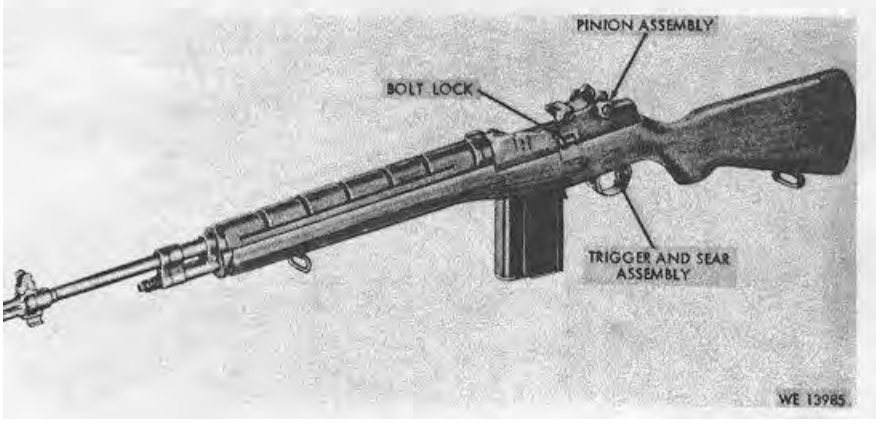
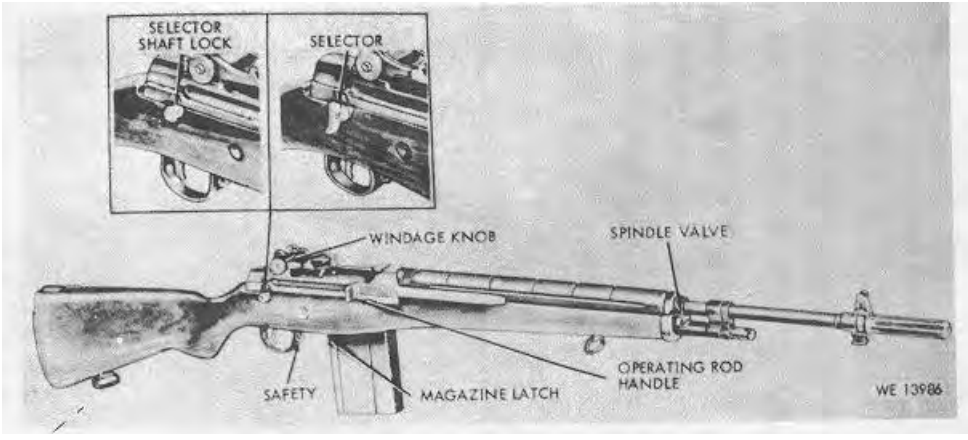
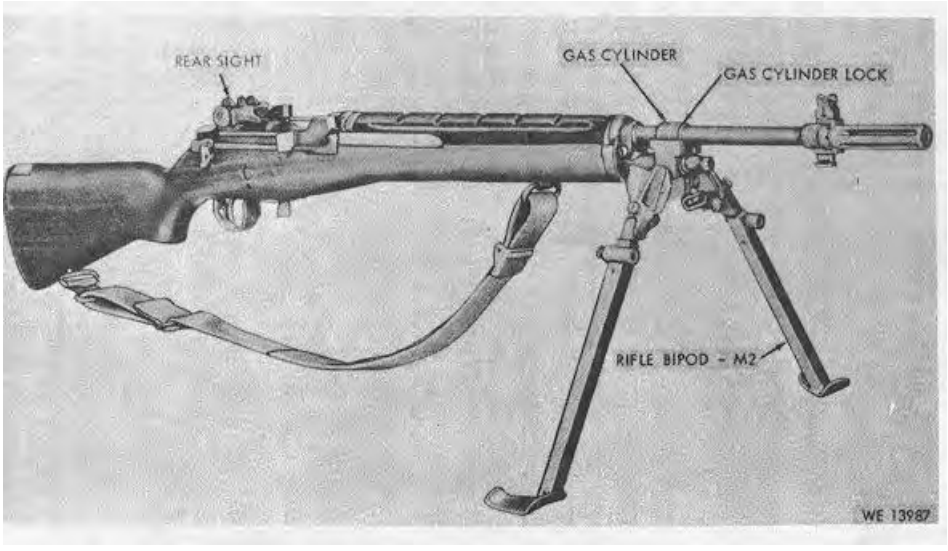
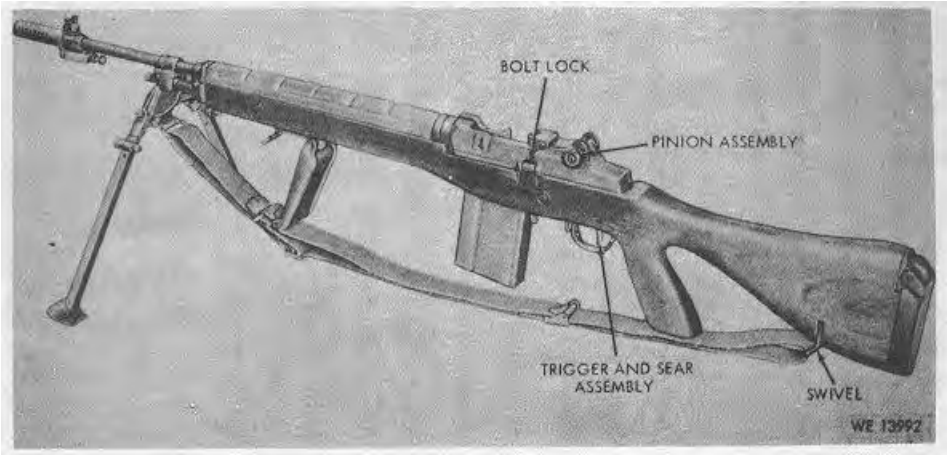

Figure 1-1. 7.62-MM Rifle M14-left front view.
Figure 1-2. 7.62-MM Rifle M14-right front view.
Figure 1-3. 7.62-MM Rifle M14 and Rifle Bipod M2-right front view.
Figure 1-8. 7.62-MM Rifle M14A1-left rear view.
This manual contains information and instructions for the operator responsible for performing maintenance on 7.62-MM Rifle, M14, M14A1 and Rifle Bipod, M2, (figs. 1-1 through 1-10) as allocated by the Maintenance Allocation Chart (MAC).
a. The 7.62-MM Rifle, M14 or M14A1 (figs. 1-1 through 1-9) is a lightweight, air-cooled, gas operated, magazine fed, shoulder weapon, used primarily for semiautomatic or full automatic fire.
The Rifle M14A1 (figs. 1-8 and 1-9) differs from the Rifle M14 (figs. 1-1 through 1-7) in that it has a cushioned type butt plate to reduce the recoil force, a modified in-line pistol grip-type stock assembly with a folding shoulder rest, hand grip assembly, selector, and a stabilizer assembly. The stabilizer provides for muzzle compensation and reduces recoil action. The stabilizer fits over the flash suppressor and locks to the bayonet lug.
(1) The integral trigger and sear assembly (fig. 1-8) is part of the firing mechanism. When the trigger is squeezed it initiates the fire train, causing forward movement of the hammer. As the hammer goes forward, the firing pin strikes the primer in the head of the cartridge case causing it to ignite, thus initiating the main propellant in the body of the chambered cartridge. The pressure which is built up from the burning propellant causes the bullet to be propelled out the barrel of the weapon into flight.
(2) The trigger and sear assembly is located inside of the receiver assembly.
(1) The safety (figs. 1-2 and 1-9) prevents the rifle from being accidentally fired.
(2) The safety mechanism is located just forward of the trigger.
(3) The weapon will not fire when *safety* is in rear position.
(4) weapon will fire when *safety* is set in forward position.
d. Spindle Valve. The spindle valve controls gas flow. When the slot of the spindle is in the 12 o'clock position (ON), sufficient gas pressure is released to cause the rifle to function. However, when the slot of the spindle is in the 3 o'clock position (OFF), maximum gas pressure is built up to propel the rifle grenades. The spindle (figs. 1-2 and 1-9) further prevents the by-pass of gas into the gas cylinder.
e. Rear Sight. The rear sight (fig. 1-3) is used for the alignment of firer's line-of-fire with target (FM 23-71) to be fired upon. The lateral movement of the sight is regulated by the windage knob (fig. 1-2), whereas the sight elevation of the apperture is adjusted by the pinion, which is calibrated in meters. Turn pinion (fig. 1-1) clockwise to elevate.
f. Operating Rod Handle. The handle of the operating rod (fig. 1-2) must be used to manually operate the bolt for feeding, chambering, locking, and ejecting of cartridges. When the rifle is fired, gas pressure builds up in the gas cylinder (fig. 1-3) which forces the operating rod to the rear, thus initiating bolt action.